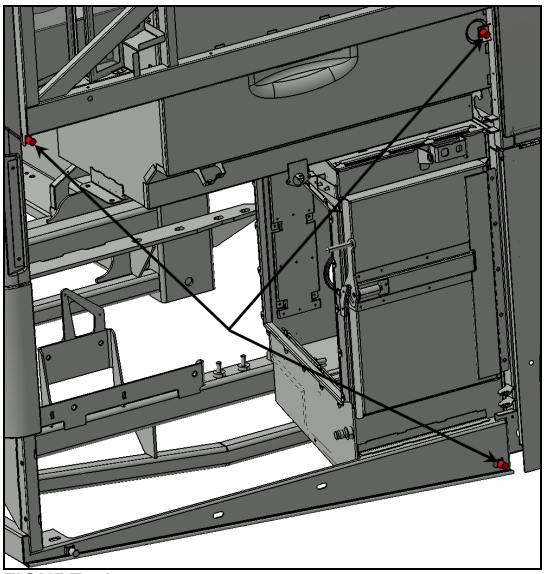
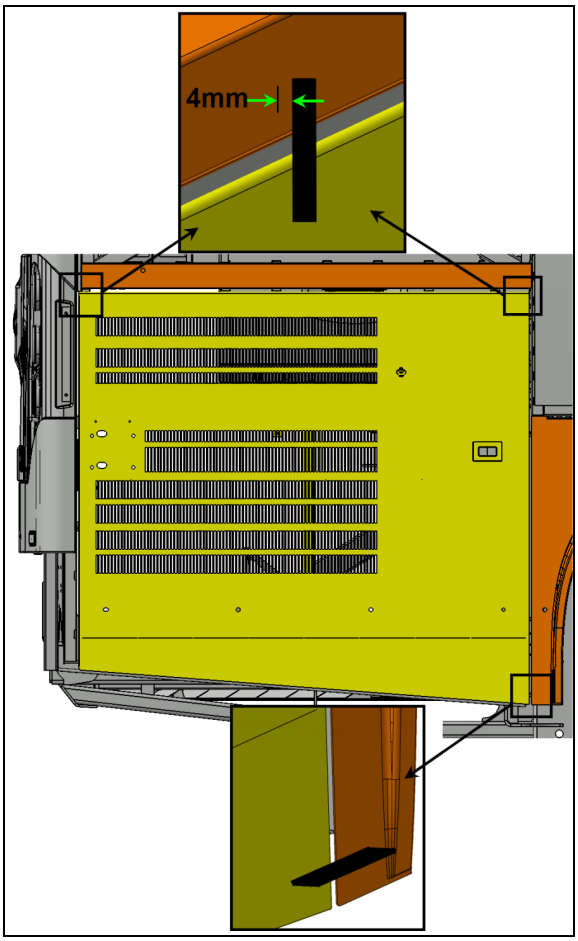

**FIGURE 71**
**FIGURE 72**
19. Screw in or out the two upper stoppers so that the upper part of the door exceeds the horizontal member by 5/32" to 3/16" (4mm to 5mm) (see FIGURE 71 & FIGURE 72).